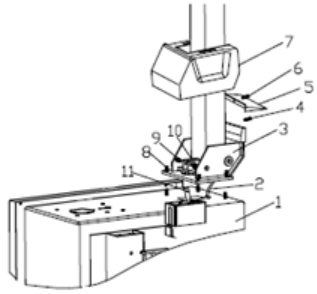

Fig 3
2. Placez le déclencheur basculant (3, Fig. 3) sur le corps (1, Fig. 3) à l'aide de 4 boulons (M12), puis insérez le tuyau d'air (2, Fig. 3) dans le trou de la colonne. Serrez l'écrou autobloquant 4 (8, Fig. 3).
3. Insérez la vis (9, Fig. 3) dans les trous de la colonne et de l'arbre du cylindre basculant (11, Fig. 3), puis serrez-la à l'aide de l'écrou autobloquant (10, Fig. 3).
4. Dévissez les deux boulons du couvercle gauche et retirez le couvercle, raccordez le tuyau d'air (2, Fig. 3) mentionné précédemment aux orifices latéraux qui commandent la valve à 5 voies inclinable. Fixez le couvercle gauche.
5. Fixez le couvercle en plastique (7, Fig. 3) à l'aide de deux boulons (4, Fig. 3).
6. Montez le couvercle arrière en plastique (5, Fig. 3) sur la colonne à l'aide d'une vis (6, Fig. 3).